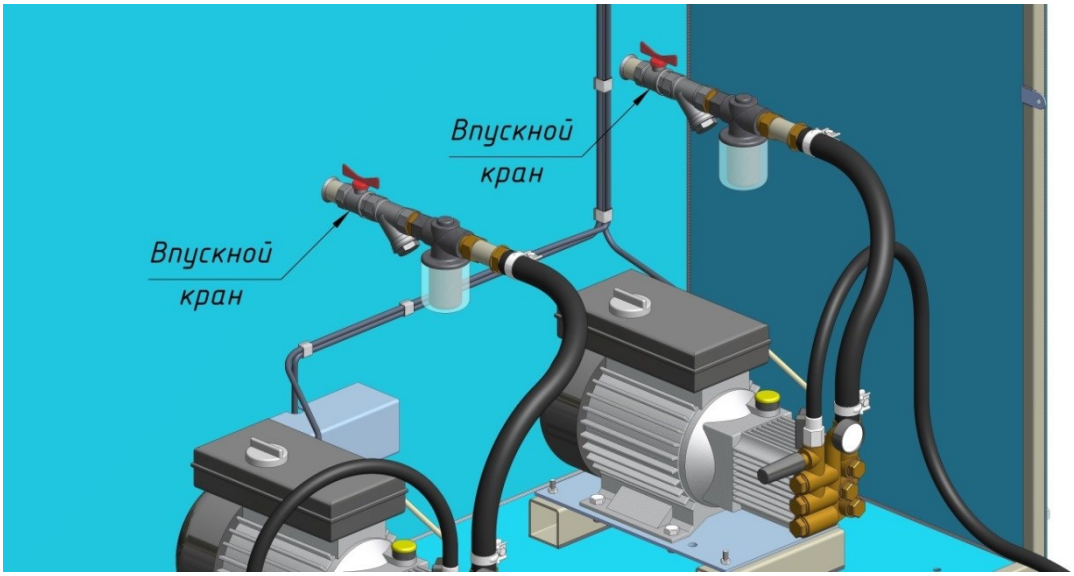

Рисунок 5
4.8. Эксплуатация ПМК «Гейзер» без воды категорически запрещена, поэтому первоначально необходимо открыть впускной кран и подождать несколько минут, чтобы вода поступила во всасывающий трубопровод (смотри рис. 5).